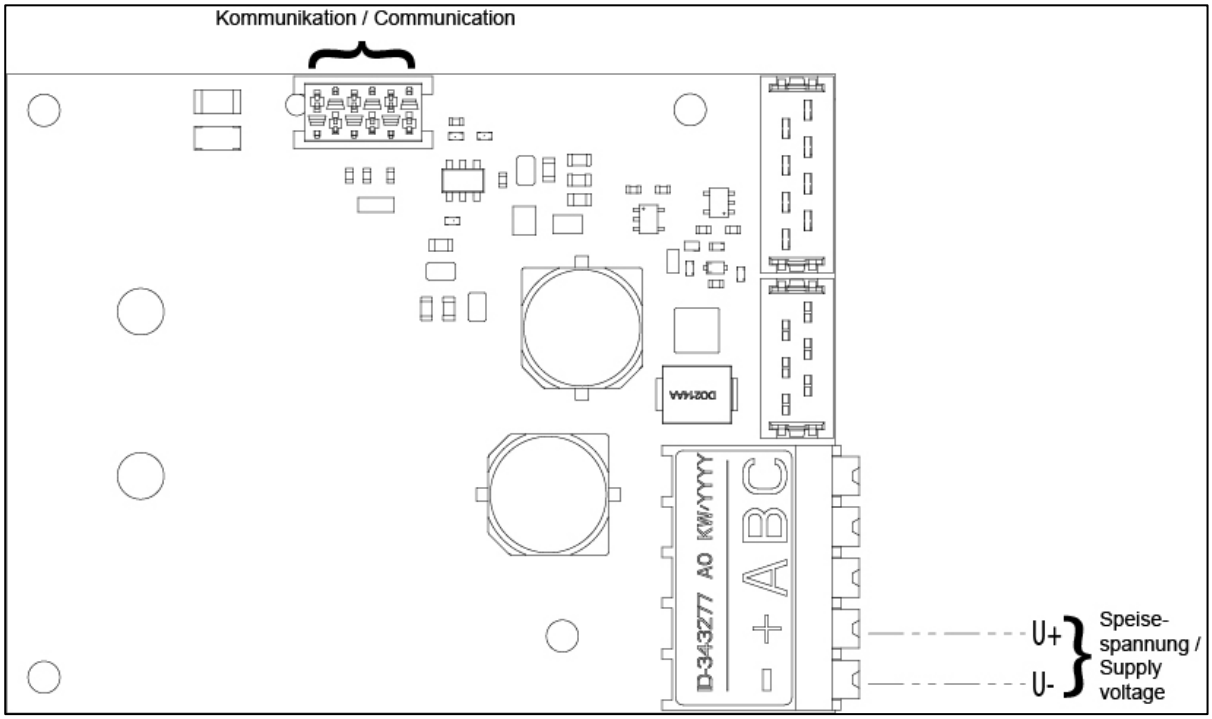

Abb. 10: Anschlussplan Motorsteuerung N84ANDC-B
2. Pumpe elektrisch anschließen entsprechend Abb. 10, Seite 20.